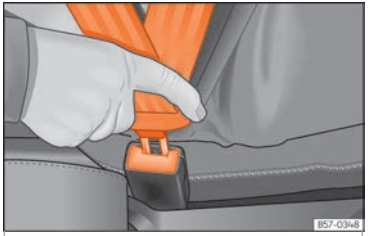

Fig. 14 Insérer la languette de la ceinture de sécurité dans son boîtier de verrouillage.
- Le pêne doit être encastré dans le boîtier de verrouillage du siège auquel il est destiné ››› **fig. 14**.